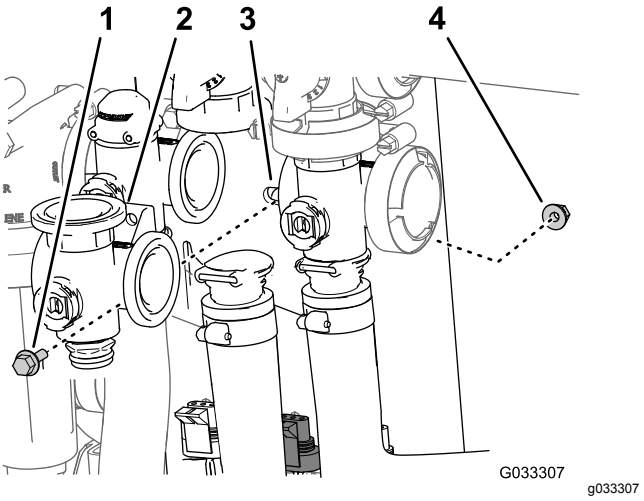

Rysunek 70
3. Odkręć śrubę kołnierzową i nakrętkę zabezpieczającą kołnierzową mocujące zawór mieszania do jego wspornika, a następnie odkręć rozgałęźnik zaworu od maszyny (Rysunek 70).